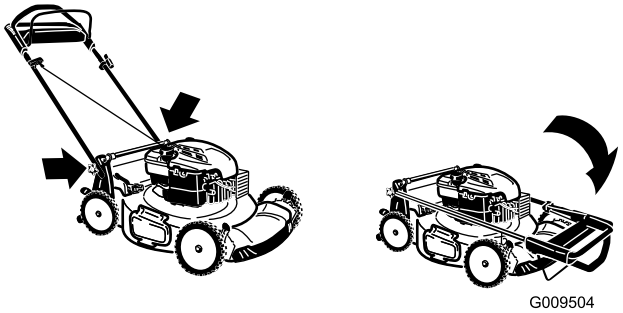

Figura 33
3. Pliegue hacia adelante la sección superior del manillar (ver Figura 33).